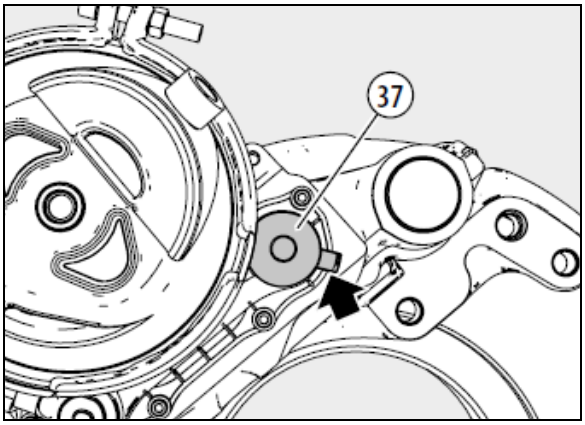

FIGURE 42: TAB POSITIONING OF THE CAP
16. If necessary, clean the contact area of the cap. Lightly grease the contact surface of the cap with white grease. The tag of the adjuster cap (37) should be positioned as shown by the arrow in the adjacent figure. This ensures access is maintained for subsequent removal (see Figure 42).